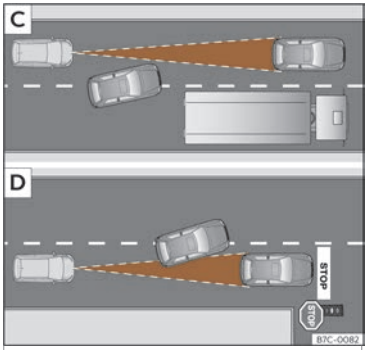

Fig. 163 C Cambio de carril dun vehículo. D Vehículo xirando e outro detido.
- Vehículos que cambien ao carril polo que vostede circula a pouca distancia do seu vehículo››› **fig. 163** C.
O ACC pode non reaccionar ante vehículos parados. Se por exemplo, un vehículo detectado polo ACC xira ou se afasta e diante do mesmo atópase un vehículo parado, o ACC non reaccionará ante este››› **fig. 163** D.